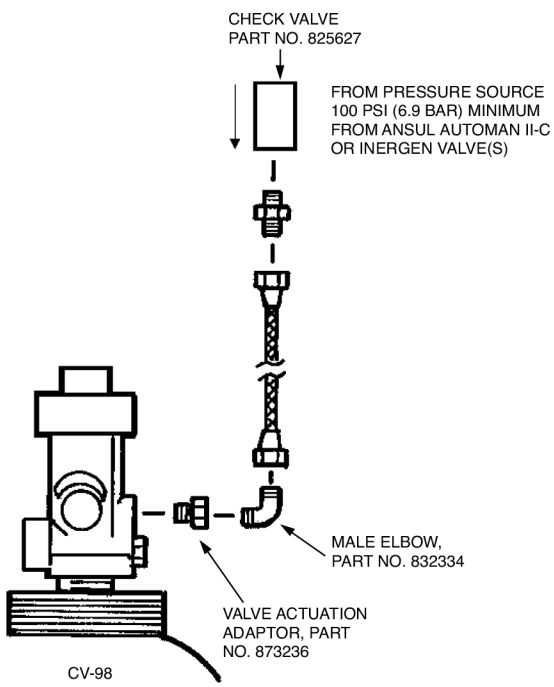

FIGURE 11
2. Attach adaptor (Part No. 873236), male elbow (Part No. 832334), and 1/4 in. high pressure hose (depending on length required, Part No. 31809, 32335 or 32336) to 1/4 in. actuation port. See Figure 11. Securely tighten.